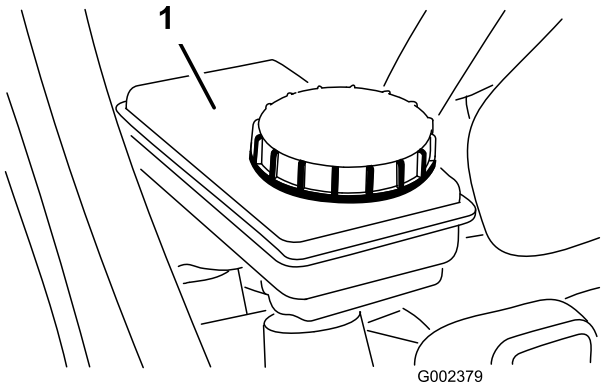

Figur 24
2. Væskenivået bør være opp til Full-linjen på tanken (Figur 24).